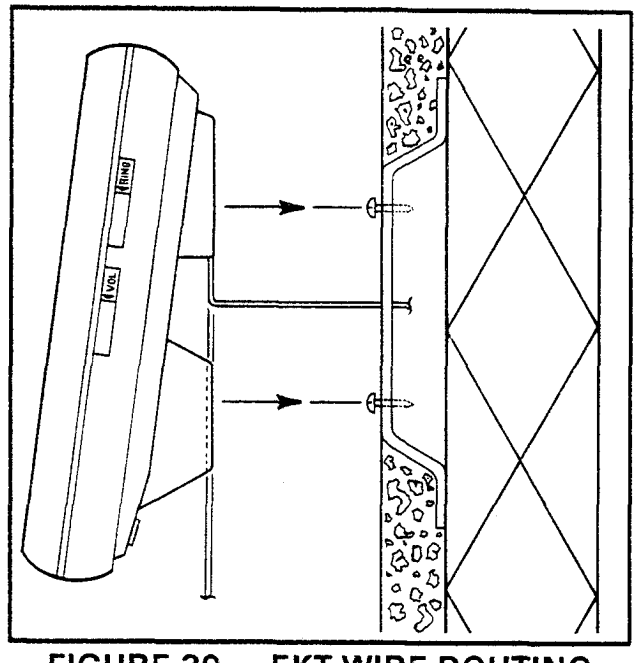

FIGURE 30 — EKT WIRE ROUTING
07.16 Route the tail cord through the holes in the base and secure the EKT (Figure 30).